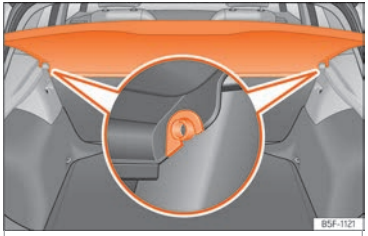

Fig. 172 In the boot: removing and installing the shelf.
- Remove the rear shelf from the side supports ››› **Fig. 172** by pulling it upwards and then take it out.
- Insert the cover horizontally so that the "recess" fits onto the axis of the supports ››› **Fig. 172** and press down until it engages.